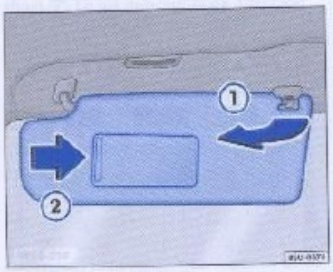

Fig. 70 Parasol del lado del conductor
Los parasoles pueden ser desencajados de sus soportes laterales y desplazados hacia el lado de la ventana ⇒ fig. 70 ① -flecha-.
Los espejos de cortesía están protegidos por una tapa de protección corrediza ⇒ fig. 70 ② -flecha-. En los vehículos que poseen iluminación para el espejo[29], la luz se enciende al abrir y se apaga al cerrar esta tapa o regresar el parasol a la posición de reposo.